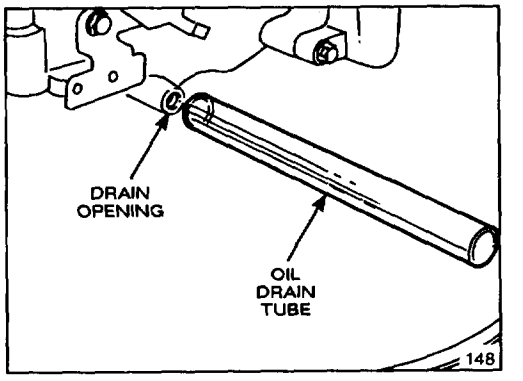

Figure 16
3. Raise left side of mower at least 12 inches. Remove drain plug using a 14 mm wrench. Insert oil drain tube over drain opening (Fig. 16).